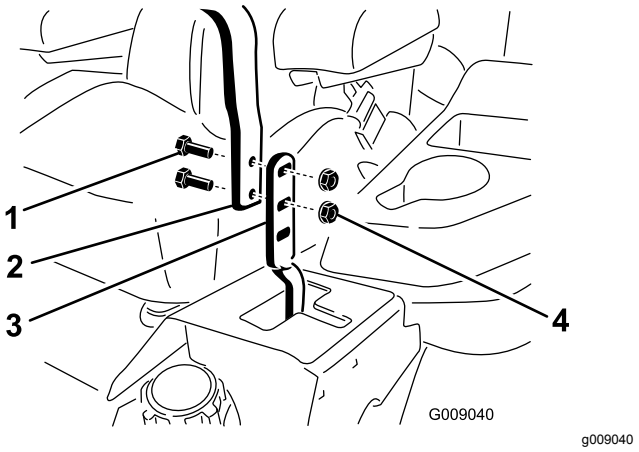

Figur 76
3. Løsne boltene og flensmutrene som er installert i spakene (Figur 76).
4. Innrett foran-til-bak-stilling for spakene ved å bringe dem sammen til NØYTRAL stilling, føre dem til de er innrettet og stramme boltene (Figur 76).